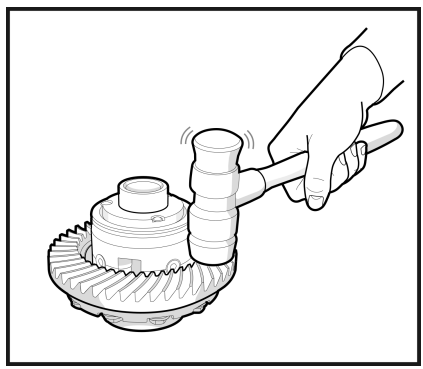

**Рис. 11**
**2.8** Установите ведомую шестерню на корпус блокировки, совместив её резьбовые отверстия с отверстиями корпуса. Если это необходимо, используйте молоток с резиновым, пластиковым или медным бойком. (**Рис. 11**)